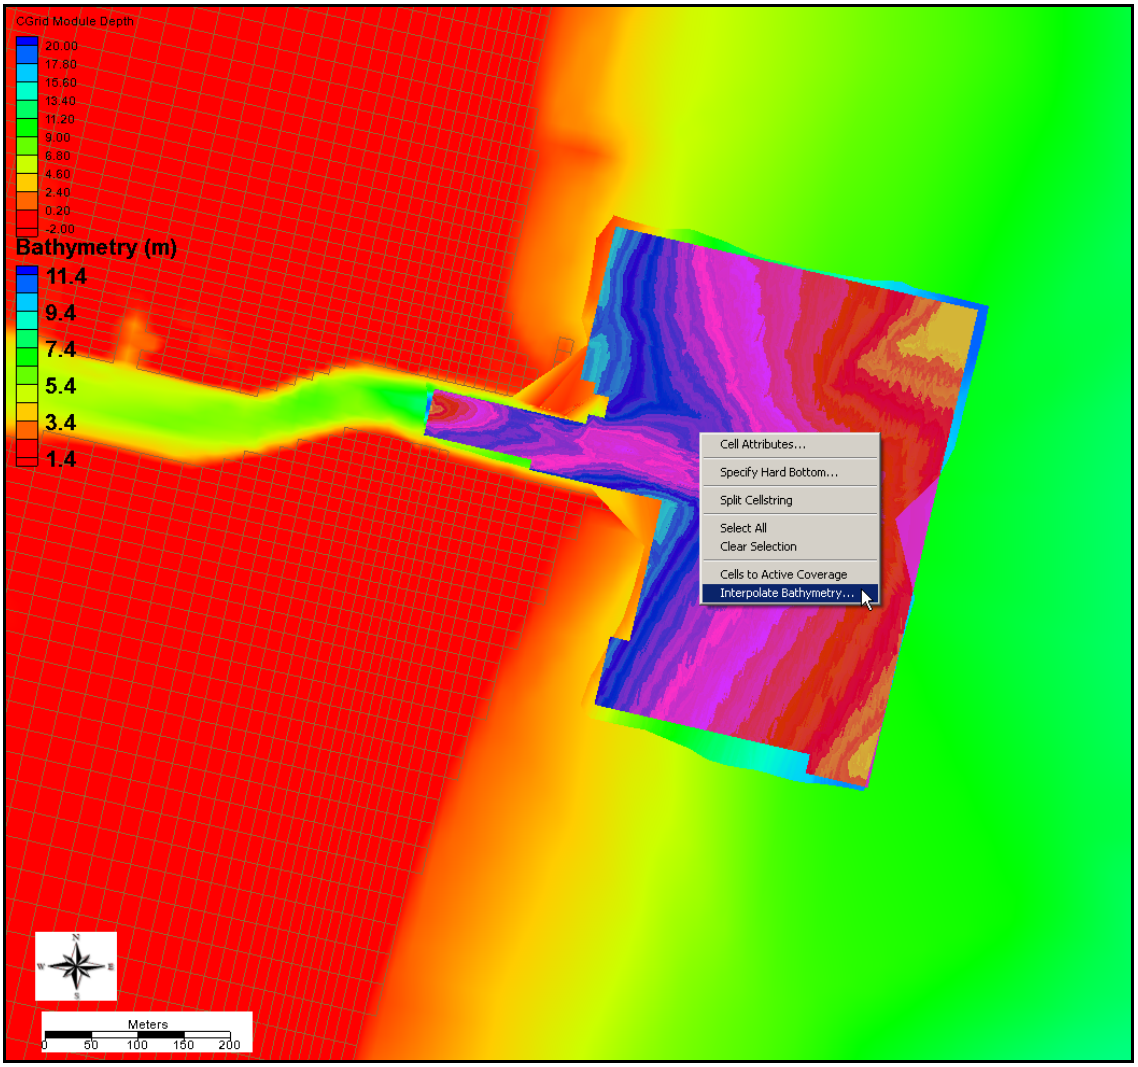

Figure 20. Rt-click the highlighted area and select *Interpolate Bathymetry*.
3. Rt-click and select *Interpolate Bathymetry*, and choose the dataset that will be interpolated into the grid (Figure 20),